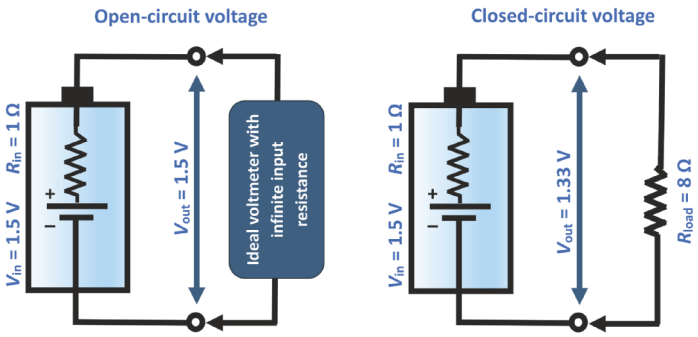

**FIGURE 10.10** Circuit models of a battery as an ideal voltage source with internal resistance.
We can express all of that with a very simple circuit concept called **internal resistance**. Here is a basic treatment of it, but you might want to review this in Chapter 2. We model the battery as an **ideal voltage source,** $V_{in}$, in series with an internal resistance, $R_{in}$. An *ideal* voltage source is one that can produce any current asked of it regardless of how low the load resistance is. (Note that a very low load resistance is called a "large load" because low resistances draw more current from the source, which is physically more challenging for the voltage source.) The circuit schematic is shown in Fig. 10.10.
Now let's add a load, $R_{load}$, starting with a high resistance and working our way down, as shown in Fig. 10.10, right side. In this example, the internal resistance shown in Fig. 10.10 is 1 ohm. We keep the voltmeter at the terminals of the battery, which will now read the ideal source voltage minus the voltage drop on $R_{in}$. The more current that flows, the larger will be the voltage drop on the internal resistance, and the lower will be the voltage measured at the terminals.
You can use the very simple voltage-divider equation to analyze this circuit, where the voltage is divided between the internal resistance and the load resistance. The voltage read by the meter will be 1.5 V × ($R_{load}$/($R_{load}$ + $R_{in}$). If $R_{load}$ is much greater than $R_{in}$, then $V_{out}$ will be nearly equal to $V_{in}$. Such is the case for the 1.5 kohm load with 1 mA flowing through it, as mentioned above. In that case, $V_{out}$ would be 1.5 V × (1000/1001), which is nearly equal to 1.5 V. However, as shown in Fig. 10.10, suppose $R_{load}$ is 8 ohms and $R_{in}$ is 1 ohm. Then $V_{out}$ would sag to 1.33 V. Now the current would be $I = V/R_{total} = V_{in}/9$ = 167 mA. So, you can see that for this battery (which is pretty well representative of a fully charged AAA alkaline battery), the voltage sags with a low-resistance (high) load and relatively high currents. As batteries wear out for the reasons discussed above, their internal resistance increases, and their voltage under load decreases. For this reason, using a voltmeter to test a battery is a blunt instrument; it is best to use a dedicated battery tester that applies an appropriate load for the type of battery, and is calibrated to tell what the charge state of the battery is, as discussed in the sidebar.
**FIGURE 10.19** (Step 5) Figure 10.10 repeated. Schematic of battery showing internal ideal power supply and internal resistance. On the left, the load is the nearly open circuit of a voltmeter or scope. On the right shows a practical load on the battery. Your load during the short-circuit test will be some small fraction of 1 ohm that you measured in Step 3.